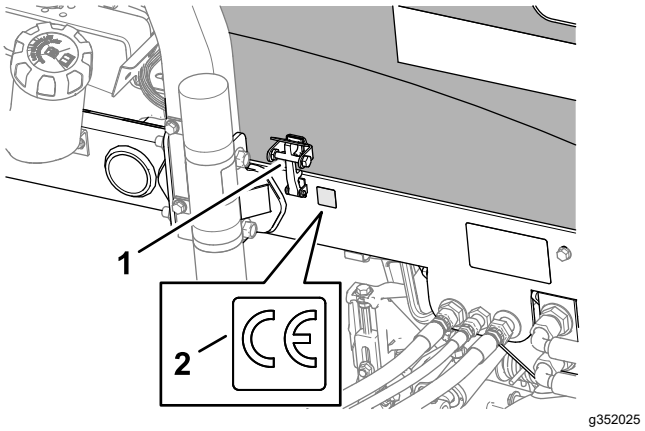

Figuur 22
3. Veeg het linkerframe dicht bij de motorkapvergrendeling schoon met alcohol en laat het frame drogen (Figuur 22).
4. Verwijder de rug en breng de CE-sticker met onderdeelnr. 133-8095 aan op het frame zoals getoond in Figuur 22.